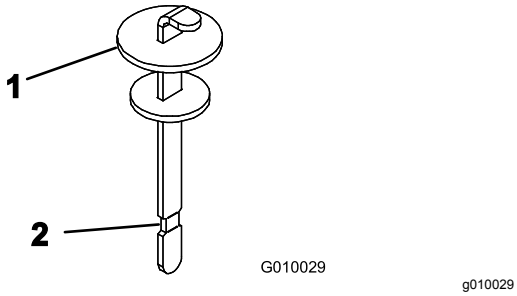

Rysunek 20
4. Wyciągnij bagnet i przetrzyj go czystą szmatką. Włóż wskaźnik poziomu w otwór wlewu, wyjmij go i odczytaj poziom oleju. Poziom oleju powinien znajdować się na wysokości znacznika na mierniku poziomu oleju (Rysunek 20).